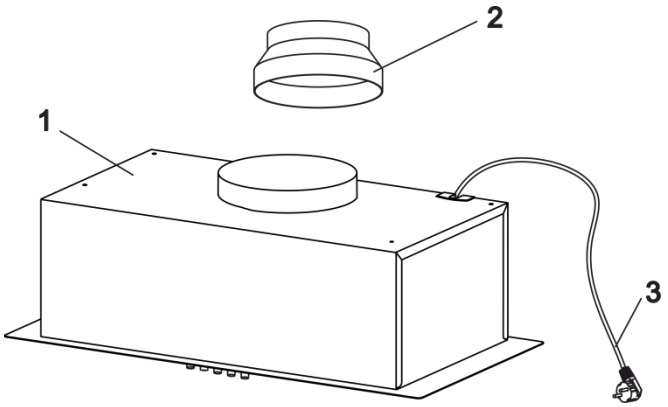
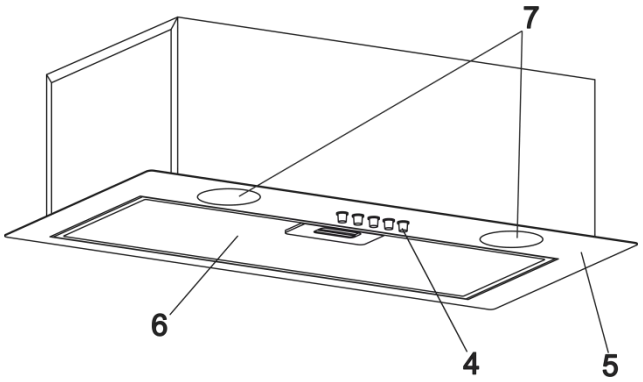

Рис.3
Рис.3.1
5.4 Вытяжка состоит из следующих составных частей (рис.3 / рис.3.1):